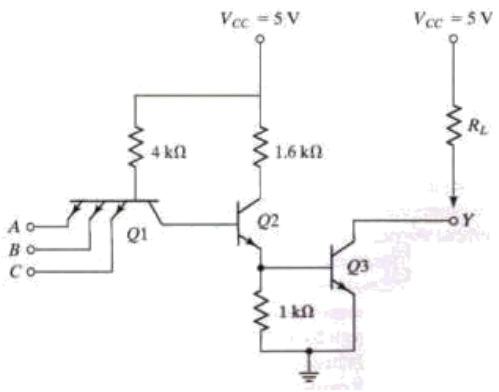

Fig 1 .open-collector TTL NAND gate
- The basic TIL gate is a modified circuit of the DTL gate shown in figure 1.